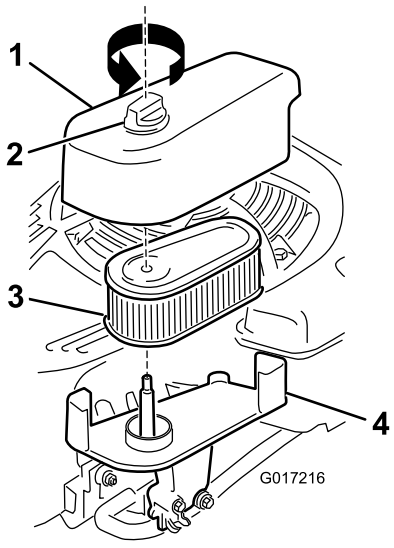

Figuur 32
1. Zet de bevestiging los en verwijder het deksel van het luchtfilter (Figuur 32).